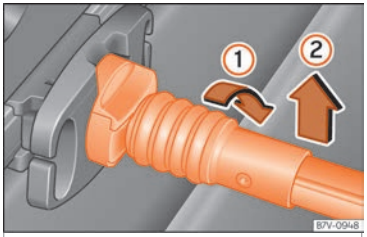

Fig. 175 Release the baggage net
- Rotate the attachment rod 90° to the right ››› Fig. 175 ① until you can see the red mark on the rod. Pull the attachment rod upwards ②.